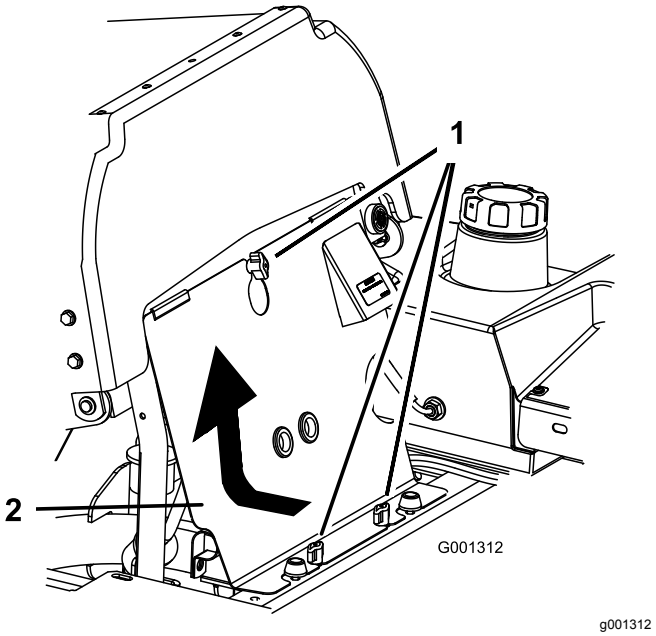

Figuur 92
3. Maak de knoppen van het frontpaneel van de motor los en verwijder het paneel (Figuur 92).